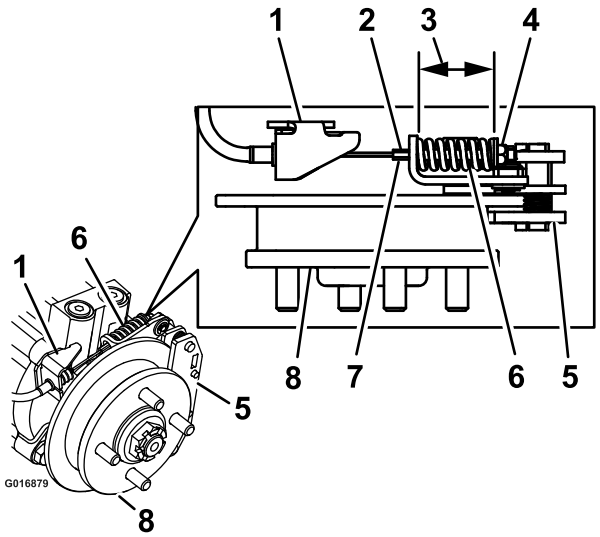

Figuur 72
9. Houd het draaduiteinde vast met een stuk gereedschap en draai de borgmoer losser of vaster tot de lengte van de veer tussen 3,8 en 4,0 cm is (Figuur 72). Zorg ervoor dat de kabel niet draait terwijl de moeren worden losgedraaid.